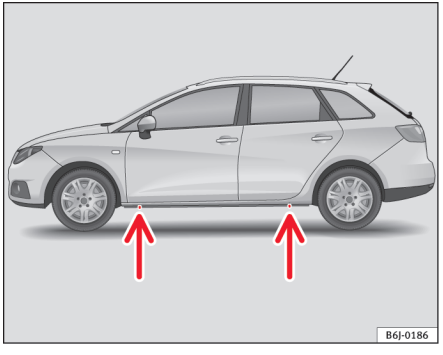

Fig. 133 Løftepunkter til donkraften
– Find det løftepunkt på panelet, der er tættest på det hjul, der skal skiftes ⇒ fig. 133.
Panelet er trykket lidt ind forrest og bagest, der hvor donkraften må sættes på ⇒ fig. 133. Der er et sted for hvert hjul. Donkraften må ikke sættes på andre steder.